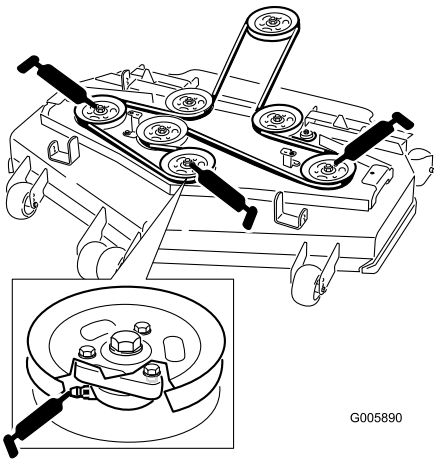

Figur 28
4. Smør de tre spindellejer under remskiverne, indtil der kommer fedt ud af de nederste tætninger (Figur 28).
5. Smør fittingerne på løftearmene (Figur 28).